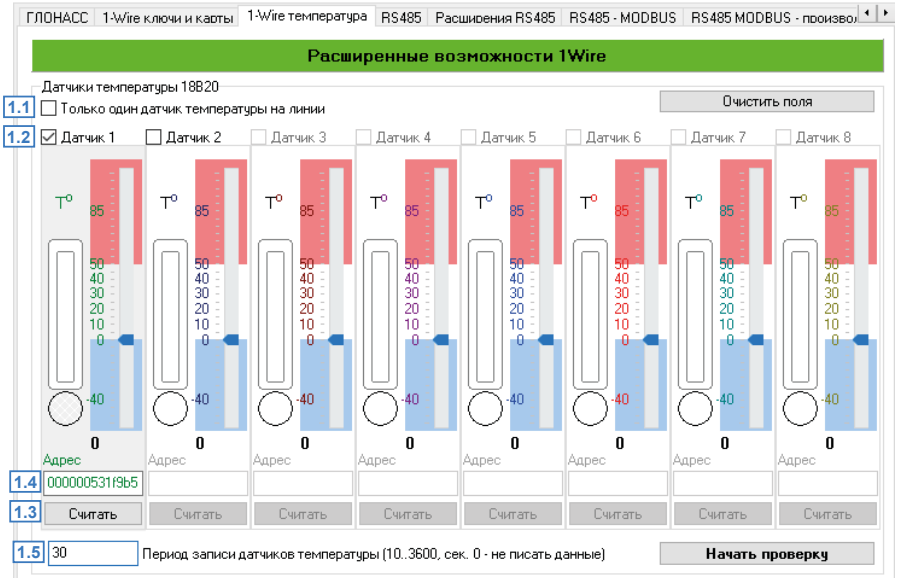

Рис.42. Вкладка «1-Wire температура».
- Для того чтобы разрешить подключение только 1 датчика температуры с произвольным адресом к контроллеру «АвтоГРАФ», необходимо включить в контроллере опцию «Только один датчик температуры на линии» **(Рис.42, п.1.1)**.
- включить опцию «Датчик 1» **(Рис.42, п.1.2)**;
- нажать кнопку «Считать», расположенную в секции настраиваемого датчика **(Рис.42, п.1.3)**. Кнопка активна при включенной опции «Датчик 1 (2-8)». Адрес подключенного датчика будет считан в программу **(Рис.42, п.1.4)**
- Задать период записи показаний датчиков температуры 1-Wire в поле **«Период записи датчиков температуры (сек)» (Рис.42, п.1.5)**. Диапазон допустимых значений 10..3600, 0 – не писать данные.
- Начать проверку подключенных датчиков, нажав кнопку «Начать проверку». Программа начнет опрос тех датчиков, для которых заданы адреса и работа с которыми разрешена в настройках (установлены галочки в поле 1.2 (**Рис.42**)).